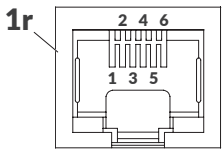

Rys. 4.
Czujnik prędkości obrotowej (enkoder) służy do pomiaru szybkości przesuwania się opisywanych przedmiotów na transporterze produkcyjnym. Jego zastosowanie pozwala na dopasowanie szybkości drukowania do zmiennej szybkości przesuwania się przedmiotów na transporterze. Enkoder podłączany jest do wejścia **1r** (patrz *Rys. 4 na stronie 19*).
Charakterystyka 6-pinowego żeńskiego złącza **1r** (patrz ***Rys. 4***) czujnika prędkości obrotowej znajduje się w tabeli poniżej.
*Na **Rys. 4** przedstawiony jest widok złącza od zewnątrz drukarki.*